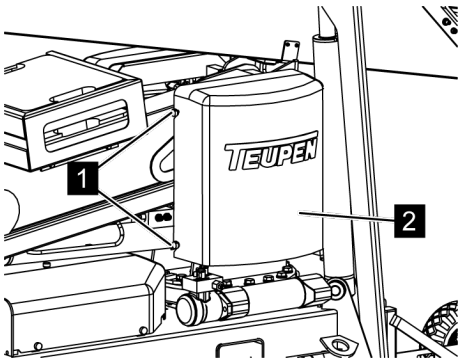

Fig. 118: Loosen the cover
2. *Unscrew all knurled thumb screws (*Fig. 118*/1) of the cover (*Fig. 118*/2) and remove the cover.*